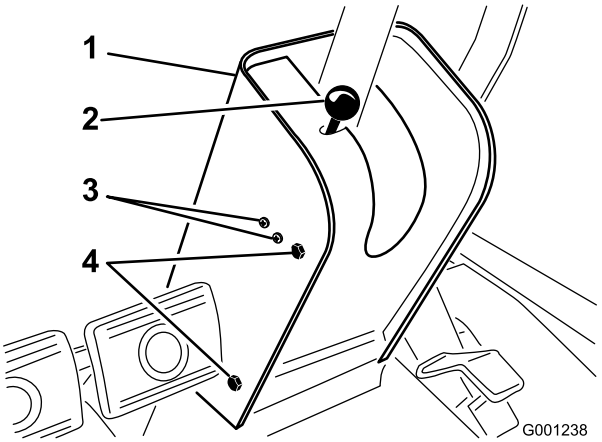

**Figuur 61**
2. Verwijder de knop van de parkeerremstang en de schroeven van de kap van de stuurkolom (Figuur 61).
4. Draai de schroeven en moeren los waarmee de parkeerremschakelaar is bevestigd aan de linkerzijde van de stuurkolom (Figuur 61).